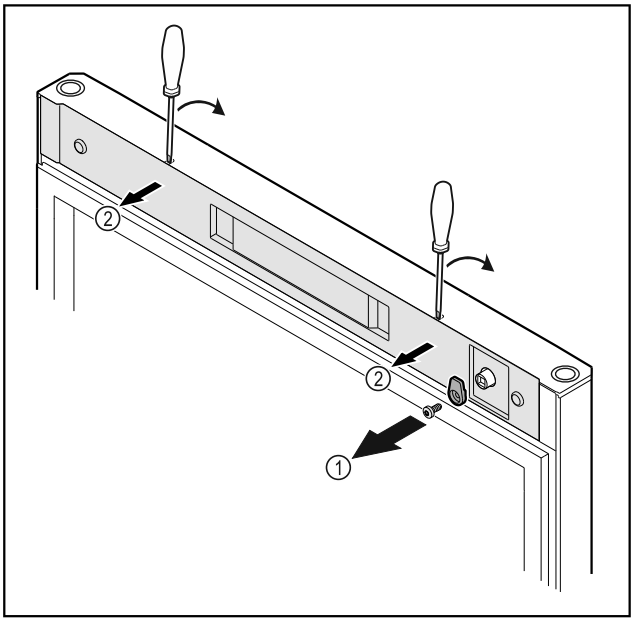

Fig. 8
▶ Deșurubați *Fig. 8 (1)* cârligul de închidere.
▶ Deblocați apărătoarea *Fig. 8 (2)* cu o șurubelniță mică și detașați-o.